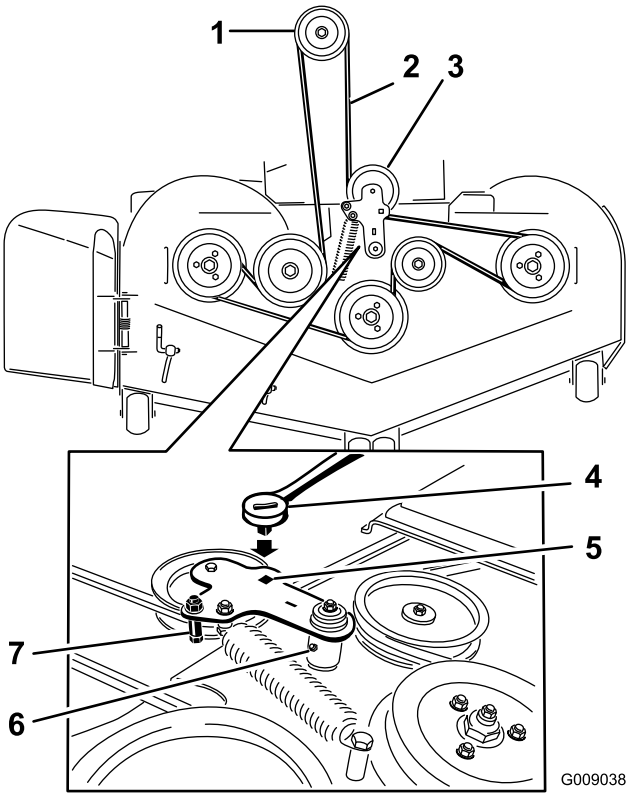

Figur 96
6. Løft vognbunden op, og stik en skralde i det firkantede hul i skjoldstyrearmen (Figur 96).
7. Drej skjoldstyrearmen med uret, og tag plæneklipperremmen af (Figur 96).